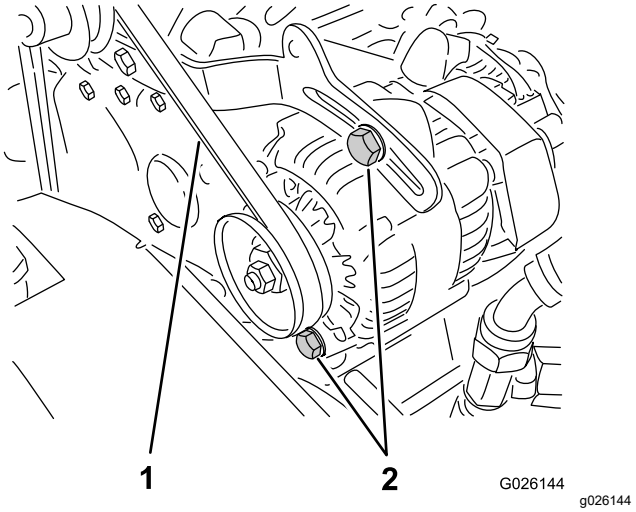

Figuur 68
2. Controleer de spanning door de riem midden tussen poelies van de krukas en de wisselstroomdynamo in te drukken met een kracht van 10 kg (Figuur 68).
A. Draai de 2 montagebouten van de wisselstroomdynamo los (Figuur 68).
B. Draai met een breekijzer de wisselstroomdynamo totdat de riem de correcte spanning heeft; zet de montagebouten daarna vast (Figuur 68).